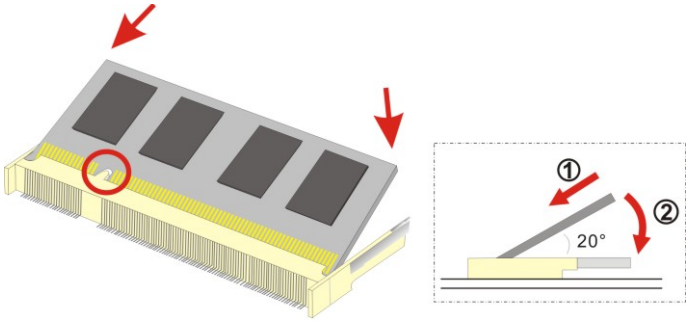

Figure 5-2: SO-DIMM Module Installation
Step 5: Align the new SO-DIMM so the notch on the memory lines up with the notch on the memory socket (**Figure 5-2**).
Step 6: Push the memory in at a 20º angle (**Figure 5-2**).
Step 7: Gently push downwards and the arms clip into place (**Figure 5-2**).